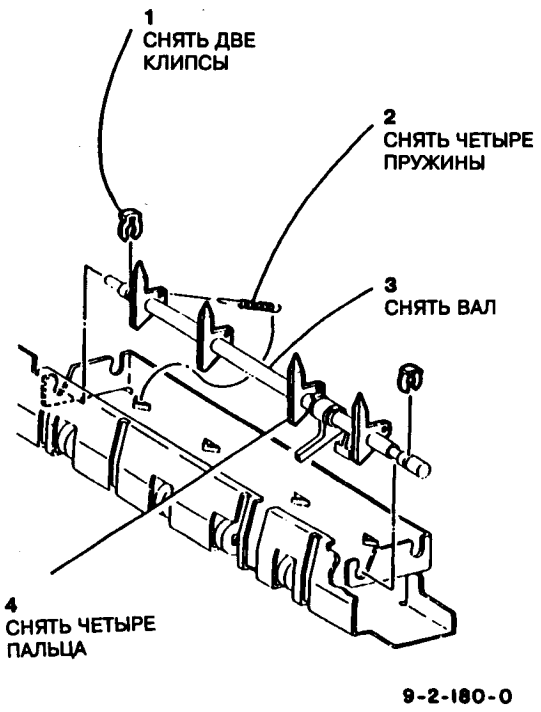

Рис.4 Снятие пальцев нагревательного валика
8. Снять пальцы нагревательного валика (рис.4).